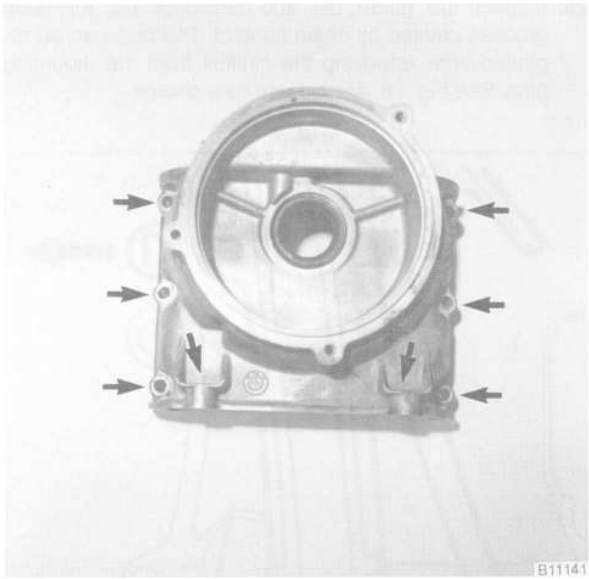

Fig. 24. Upper timing chain cover mounting bolt holes (**arrows**).
8. Remove the bolts from the upper timing chain cover. See Fig. 24. Carefully separate the cover from the cylinder head.